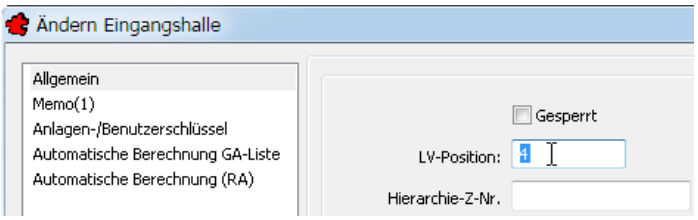

Bild 18.53 – Änderung der LV-Position
- Da die ersten drei Zählnummern bereits belegt sind, tragen Sie unter *Allgemein, LV-Position* die Nummer **04** ein (Abb. 18.53). Sie können auch einfach nur **4** eintragen. Bestätigen Sie dann.